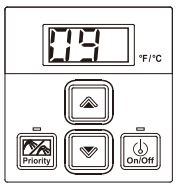

Fig. 2
4.Utilizar los botones **Up** y **Down** del panel de control para recorrer los parámetros (Fig.2).